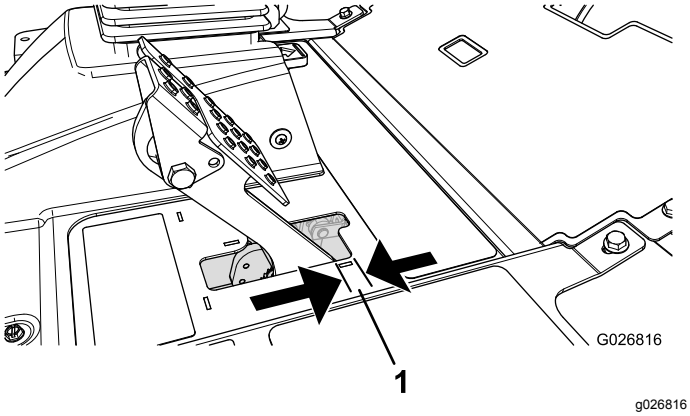

Figuur 86
Stel de remmen af als het rempedaal meer dan 25 mm speling heeft, of als er meer remkracht nodig is (Figuur 86). Met speling wordt de afstand bedoeld die het rempedaal wordt ingetrapt voordat er remweerstand wordt gevoeld.
2. Draai de achterste moer vast om de kabel naar achteren te halen totdat de rempedalen 0,63 tot 1,27 cm speling hebben voordat het wiel blokkeert (Figuur 86).